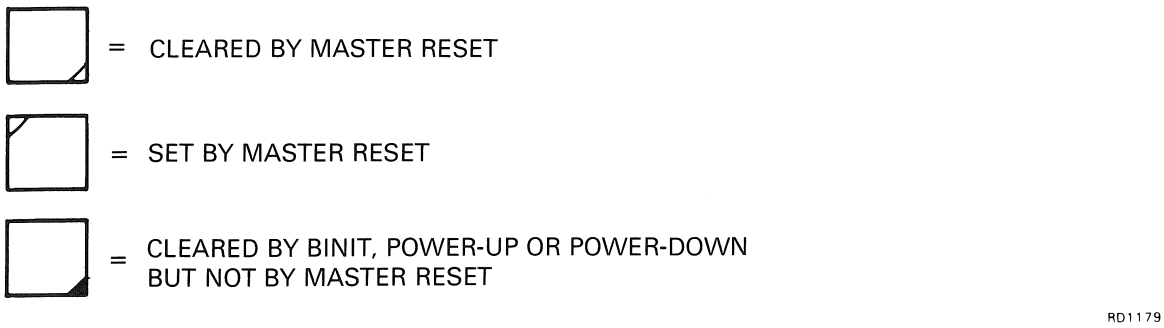

Figure 3-1 Register Coding
- Registers which are modified by reset sequences are coded as shown in Figure 3-1.